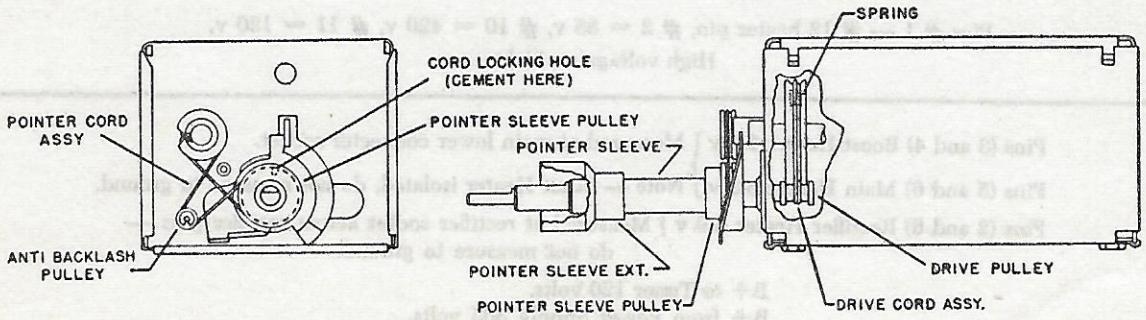

Fig. 20. Dial drive detail.
Wrap drive cord assembly 1½ turns on drive pulley (Fig. 20) and slip other end over pulley on rotor shaft, keeping prong clip in center of slot, hook one end of spring over cord, and the other end over tab on pulley.
With condenser at maximum capacity and hole in pointer sleeve pulley in position shown, press prong clip on pointer cord assembly into hole and wrap end of loop around end of condenser rotor shaft (Fig. 20), making certain that cord is seated in groove in rotor shaft. Loop loose end of cord assembly over anti-backlash pulley as shown. Apply a drop of "Duco" household cement over cord seated in groove in rotor shaft to prevent cord from slipping.
(1) Tune unit to channel 13 (station or signal generator).
(2) Unsolder pointer sleeve ferrule and rotate until pointer registers on number 13 of dial escutcheon.
(3) Solder pointer sleeve extension to pointer sleeve (Fig. 20).